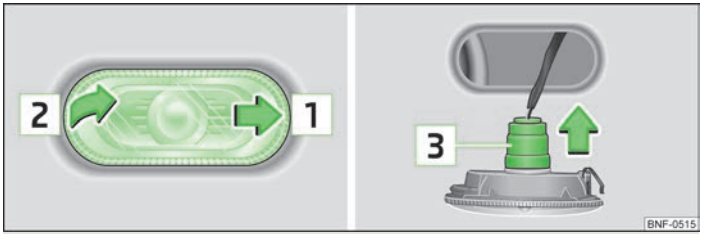

Fig. 123 **Right side: Replacing the bulb for the turn signal light**
- Push the side repeater turn signal light in the direction of the arrow 1 » Fig. 123.